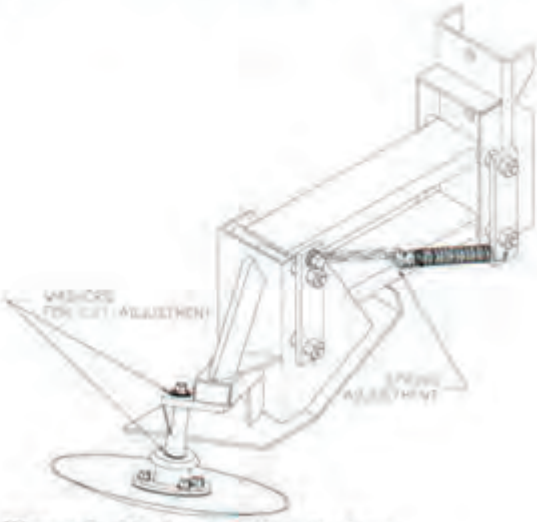

Figure 5. Mechanical Disc Scalper.
2. Attach the tension spring on one end in the appropriate link of chain and to the flat bracket on the other end, see **figure 5**. Fasten the spring clamp as shown in **figure 4a**.
3. The addition or removal of washers can adjust the depth of cut. The distance from the bottom of the shoe to the lowest point of the disc is generally between ¾" and 1". Refer to **figure 5**.